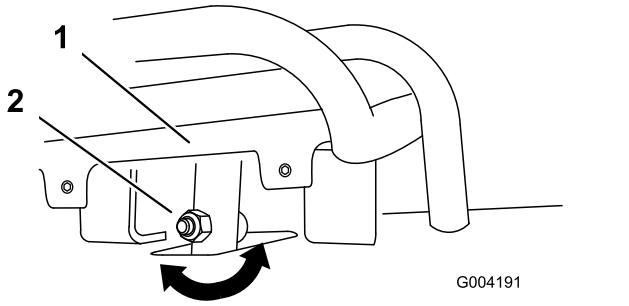
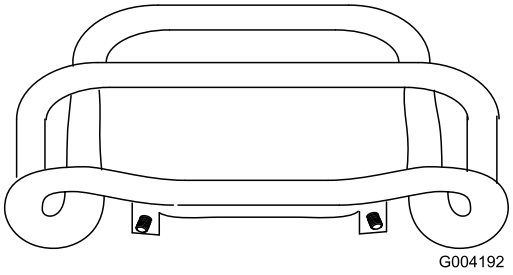

Figura 54
Figura 55
4. Si la parte delantera del control de tracción no queda enrasada con y paralela a la barra de referencia, afloje la tuerca con arandela prensada y el perno del tubo del control de tracción (Figura 54).
5. Ajuste el control de tracción hasta que quede enrasado con la barra de referencia al tirar del mismo hacia atrás del todo (Figura 54 y Figura 55).